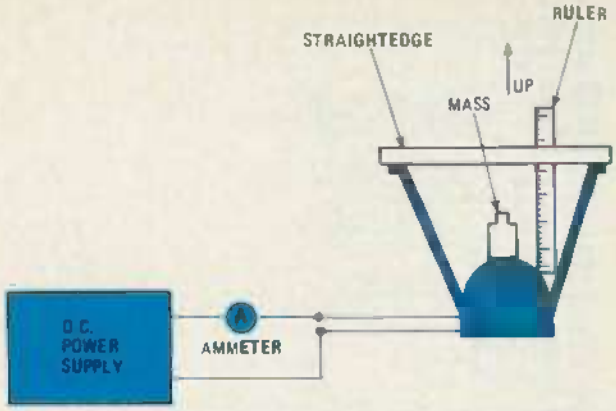

FIG. 4—ARRANGEMENT USED to measure the Bl product and the mounting compliance.
The Bl product is the product of the magnetic induction (B) in the magnet gap, and the length of coil wire, (l) in the gap. B is measured in Teslas. The Bl product determines the force exerted on the cone for a given coil current. This product is measured, as shown in Figure 4, by placing the woofer face-up on a